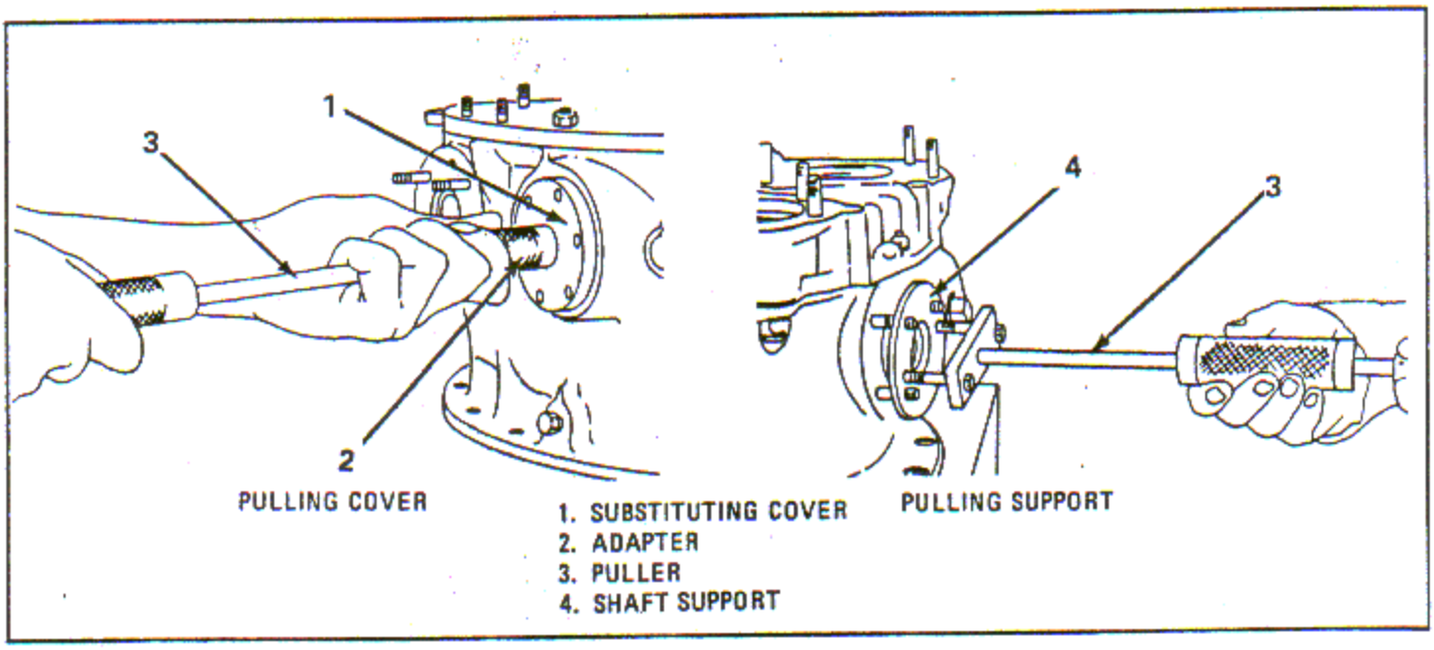

Figure 4-43. Pulling Gun Synchronizer Impulse Generator Drive Substituting Cover and Fuel Pump Drive Shaft Support
a. Remove the gun synchronizer impulse generator drive substituting cover (1, figure 4-43) using puller (3) and adapter (2). Discard the oil seal rings.